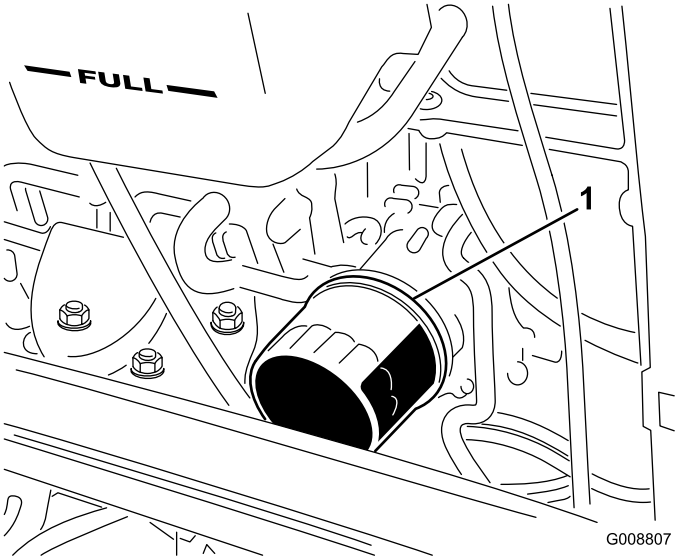

Figura 54
2. Retire o filtro do óleo (Figura 54). Aplique uma leve camada de óleo limpo no vedante do filtro novo antes de o montar. **Não aperte demasiado.**